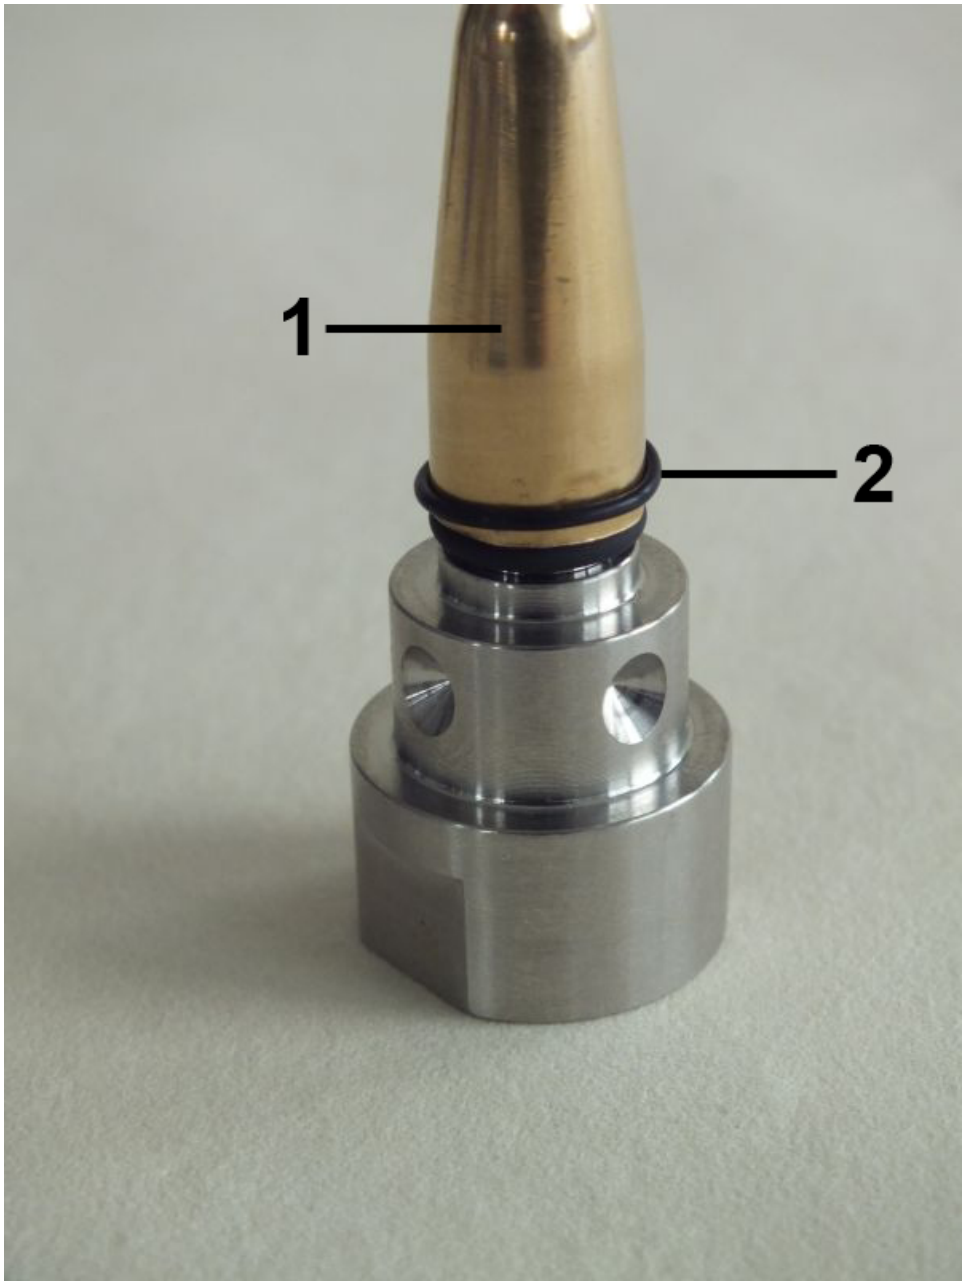

Fig. 41: O-ring (Glas buffer)
2. Carefully pull the O-ring (Glass buffer) (*Fig. 41*/2) onto the screw connection using the O-ring assembly tool (*Fig. 41*/1)so that it sits in the lower O-ring seat of the screw connection (*Fig. 41*). When doing so, be careful not to overstretch the O-ring.